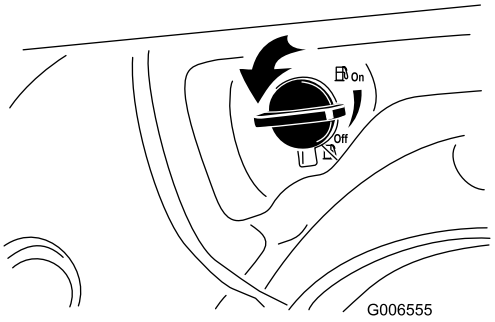

Figur 24
2. Öppna bränslekranen genom att vrida den 1/4 varv motsols (Figur 24).